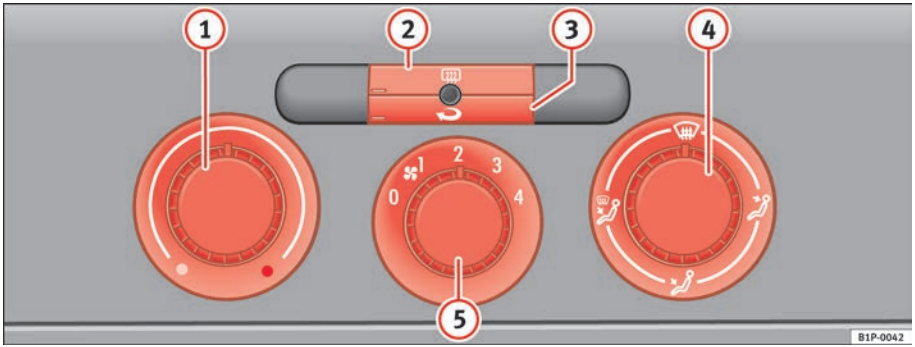

Fig. 105 On the dash panel: Heater controls
– Using the controls ⇒ fig. 105 (1), (4) and (5) you can set the temperature, air distribution and the air flow.
– To switch a function on or off, press the appropriate button (2) or (3). When the function is activated, the display window in the lower left of the button is lit.